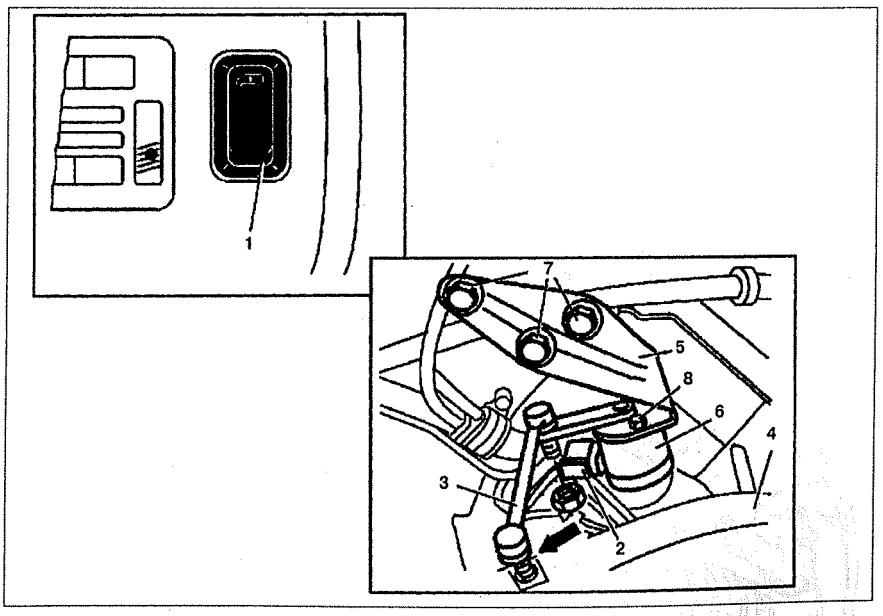

Рис. 7.20. Датчик высоты подъема (автомобили 638.0/1и 638.2 с пневмоподвеской задних колес):
1. Установите автомобиль в "Сервисный режим" (только на автомобилях с пневмоподвеской). Нажмите кнопку **1** снизу примерно на 2 секунды перед подъемом (см.рис.7.20).